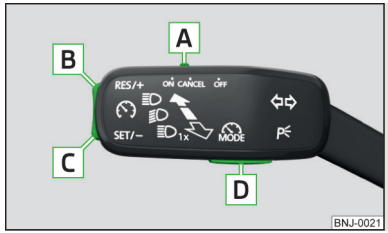

Fig. 159
Vista general del sistema regulador de la velocidad del GRA » fig. 159
- Presionando la tecla D » fig. 159.
- Al pulsar la tecla D » fig. 159 durante la regulación, se cancelará y se activará el dispositivo de limitación de velocidad.